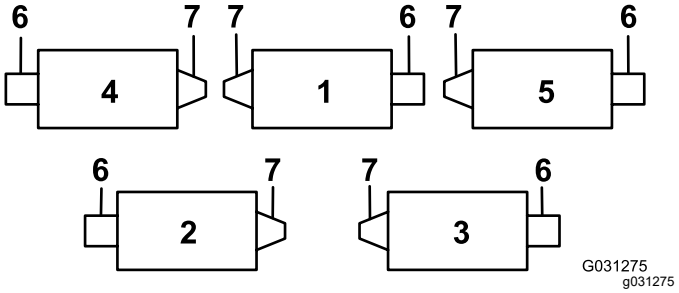
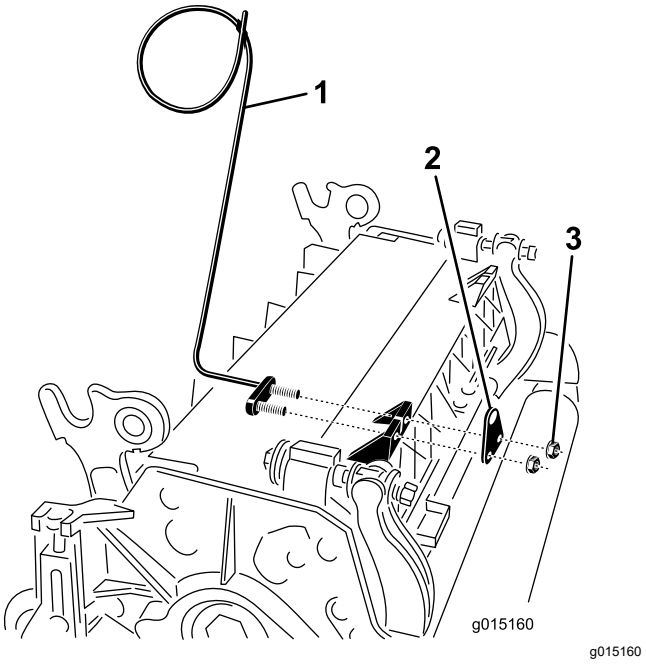
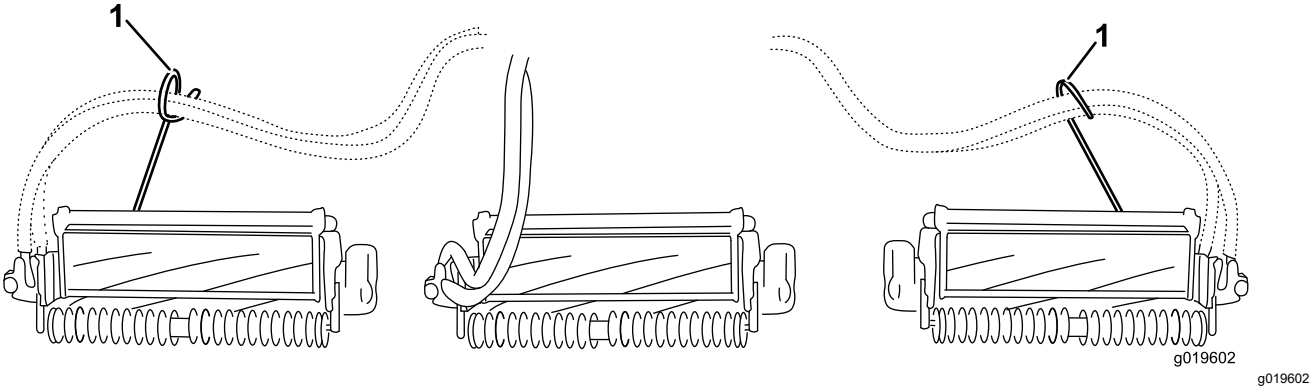

**Figure 6**
**Figure 7**
**Figure 8**
7. Sur les unités nº 4 (avant gauche) et nº 5 (avant droit), utilisez les écrous de fixation du support de tige pour monter les guides de flexible devant les pattes de l'unité de coupe. Les guides de flexible doivent être inclinés vers l'unité de coupe centrale (Figure 6, Figure 7, Figure 8).